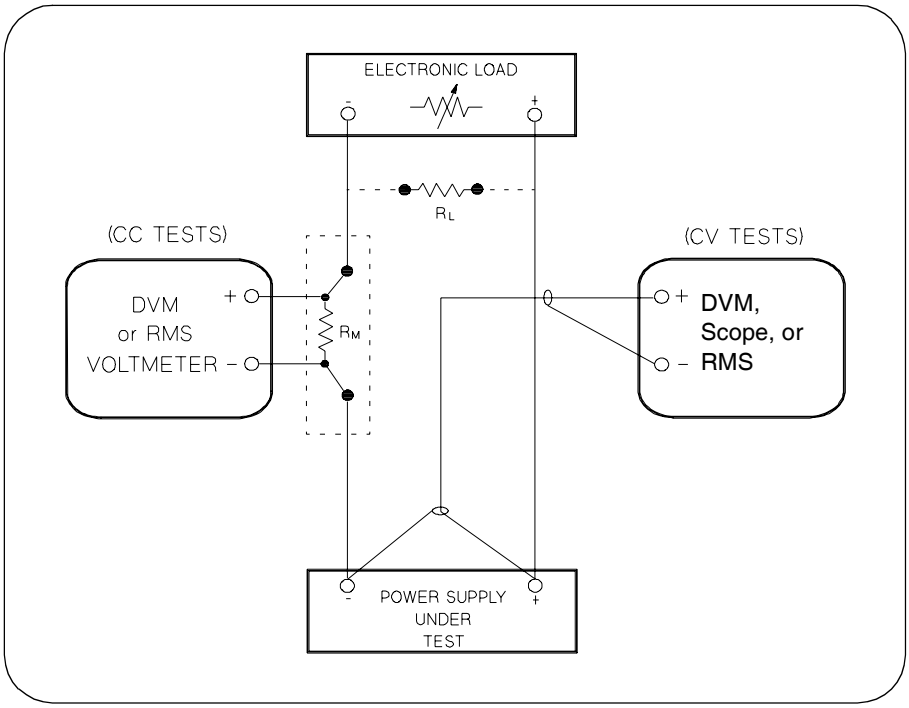

Figure A-1 Performance Verification Test Setup
Most tests are performed at the front terminals as shown in Figure A-1. Measure the dc voltage directly at the (+) and (-) terminals on the front panel.
To eliminate output current measurement error caused by the voltage drops in the leads and connections, connect the current monitoring resistor between the (-) output terminal and the load as a four-terminal device. Connect the current-monitoring leads inside the load-lead connections directly at the monitoring points on the resistor element (see R_M in Figure A-1).
1 Turn off the power supply and connect a digital voltmeter between the (+) and (-) terminals of the output to be tested as shown in Figure A-1.
1 Turn off the power supply and connect a digital voltmeter between the (+) and (-) terminals of the output as shown in Figure A-1.
1 Turn off the power supply and connect the output to be tested as shown in Figure A-1 to an oscilloscope (ac coupled) between (+) and (-) terminals. Set the oscilloscope to AC mode and bandwidth limit to 20 MHz. Connect a resistive load (13.5 Ω)‡ to the terminal at (B) as shown above.
1. Turn off the power supply and connect the output to be tested as shown in Figure A-1 with an oscilloscope. Operate the electronic load in constant current mode.